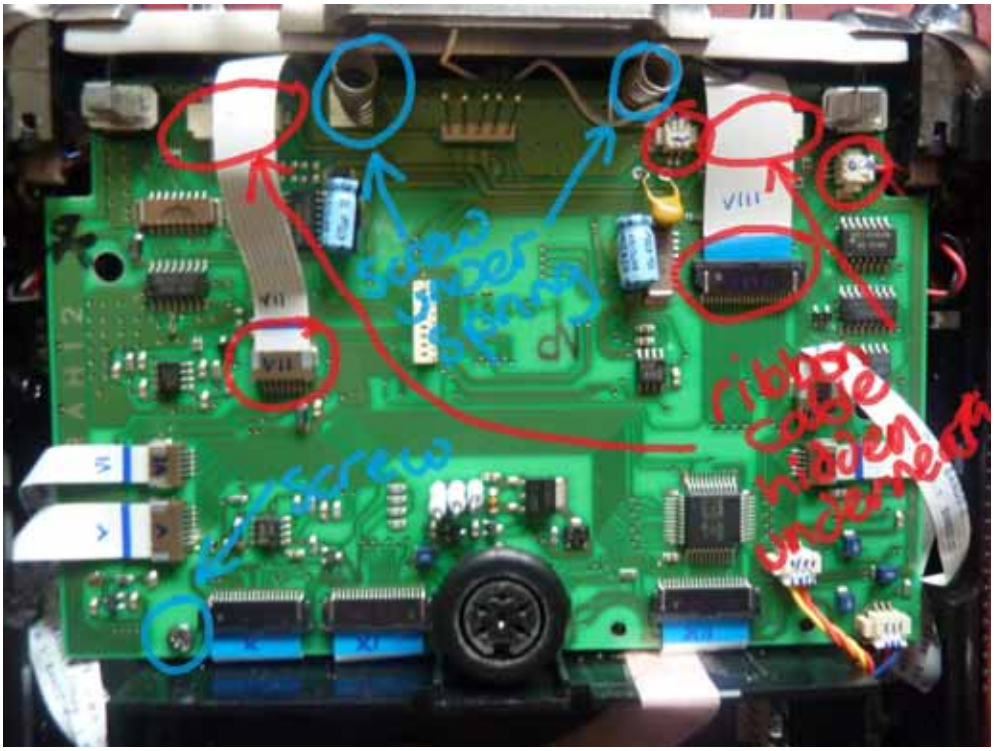

Figure 10 Removing the main PCB
3. Remove the 4 ribbon cables, 2 connectors and 3 screws shown in Figure 10 from the main PCB.